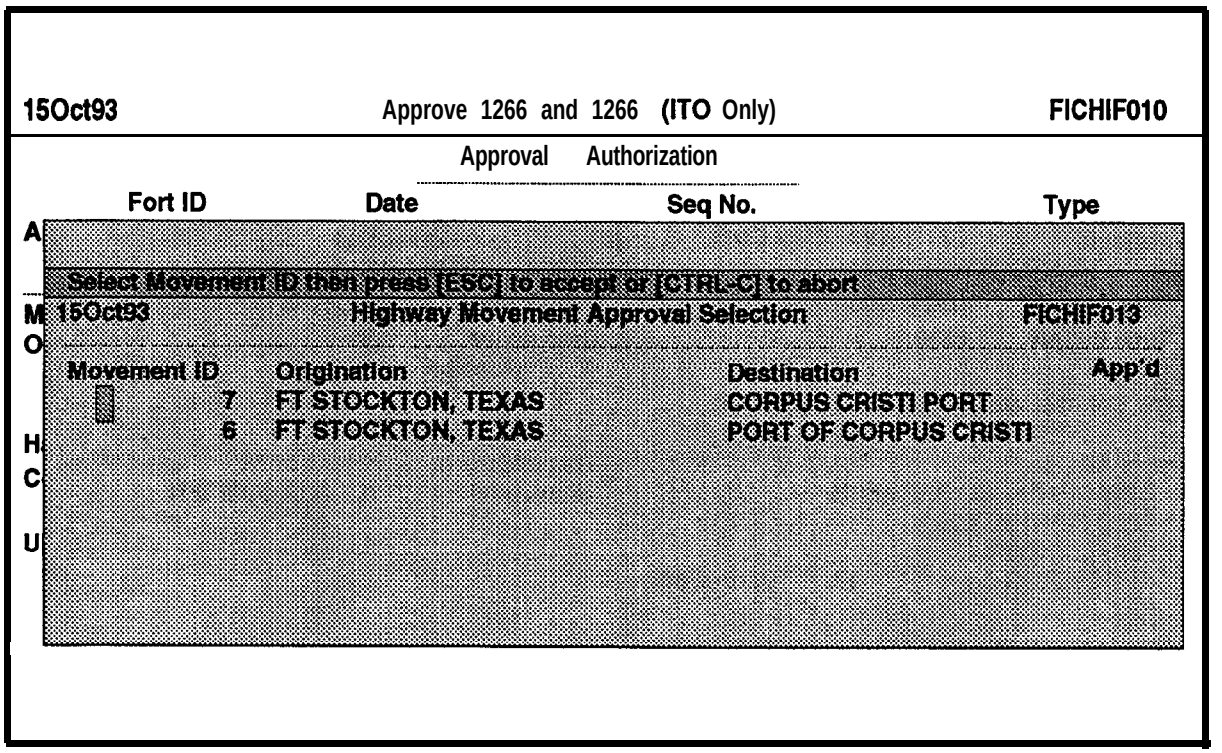

Figure 7-66. Approve 1265 and 1266 (ITO Only) Screen With Highway Movement Approval Selection Window
a. Select **the Approve 1265 and 1266 (ITO ONLY)** option from the Approval Processing menu. The **Approve 1265 and 1266 (IT0 ONLY)** screen will be displayed with **the Highway Movement Approval Selection** window, as shown in Figure 7-66. The RCCs and SHPs pending approval will be displayed in the Highway Movement Approval Selection window. The cursor will be to the left of the first RCC or SHP that is listed.